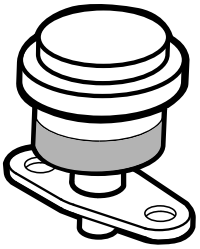

Rysunek 48
Wymieniaj główny wkład filtra powietrza tylko wtedy, gdy wskaźnik (Rysunek 48) sygnalizuje taką konieczność. Wcześniejsza wymiana filtra niż jest to konieczne zwiększa możliwość przedostania się zanieczyszczeń do silnika, gdy filtr jest zdjęty.
1. Sprawdź wskaźnik blokady filtra. Jeżeli wskaźnik jest czerwony, filtr nadaje się do wymiany (Rysunek 48).